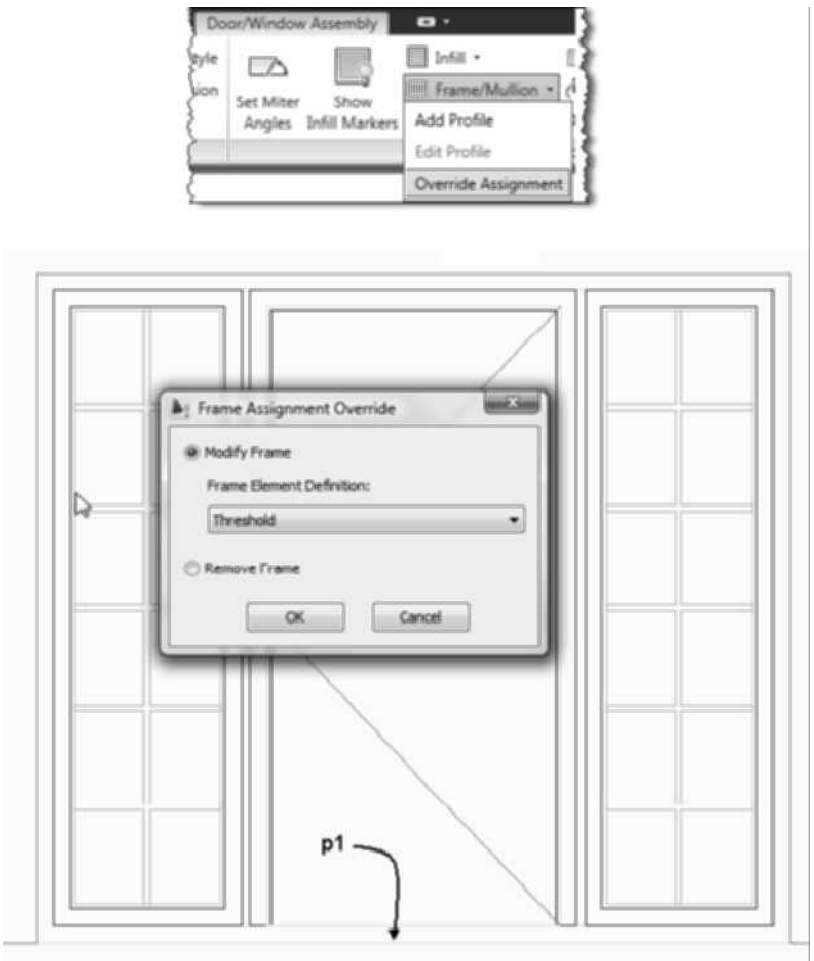

FIGURE 6.32 *Overriding the frame assignment*
37. Edit the Frame Assignment Override dialog box: select the Modify Frame radio button and select Threshold from the drop-down list as shown in Figure 6.32. Click OK to dismiss the Frame Assignment Override dialog box.